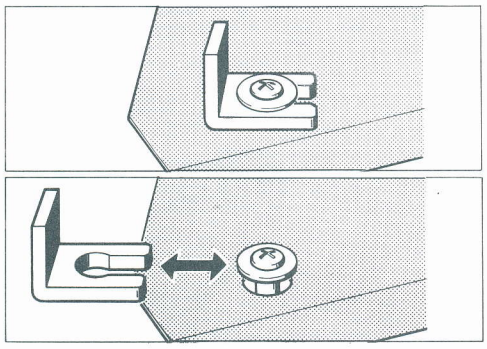

Fig. 2
- Entfernen Sie durch seitlichen Druck die Transportsicherungen **16** (Fig. 2).